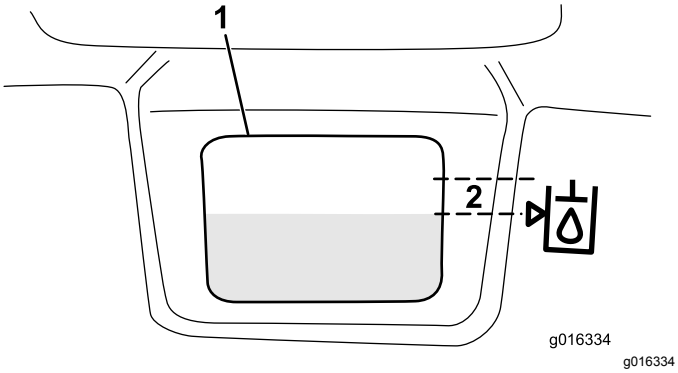

Figure 33
3. Versez lentement le liquide hydraulique approprié dans le réservoir jusqu'à ce que le niveau se situe à 6 mm maximum de la flèche dans le symbole près du viseur blanc sur le devant du réservoir (Figure 33). Ne remplissez pas excessivement.